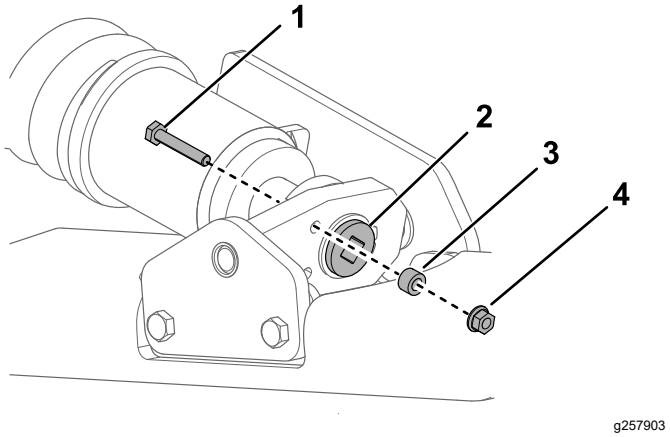
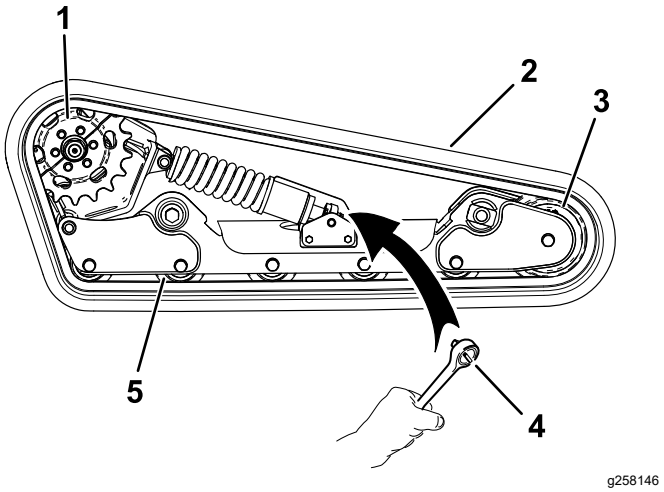

Figura 57
Figura 61
4. Retire el perno de bloqueo, el espaciador y la tuerca (Figura 57).
6. Alinee la muesca más próxima del tornillo tensor con el taladro del perno de bloqueo, y fije el tornillo con el perno de bloqueo y la tuerca (Figura 57).
7. Retire el perno de bloqueo, el espaciador y la tuerca (Figura 57).
8. Usando una llave de carraca de ½", alivie la tensión en la oruga girando el tornillo tensor en sentido horario (Figura 57 y Figura 61).
5. Rueda de rodaje (5)
9. Retire los 3 pernos que fijan la mitad de piñón que no está acoplada con la oruga (Figura 61).
14. Coloque la nueva oruga alrededor de la rueda delantera y, a continuación, coloque la oruga alrededor del cubo de la transmisión en el lateral sin el piñón (Figura 61).
15. Presione la oruga debajo y entre las ruedas de rodaje y colóquela alrededor del bastidor (Figura 61).